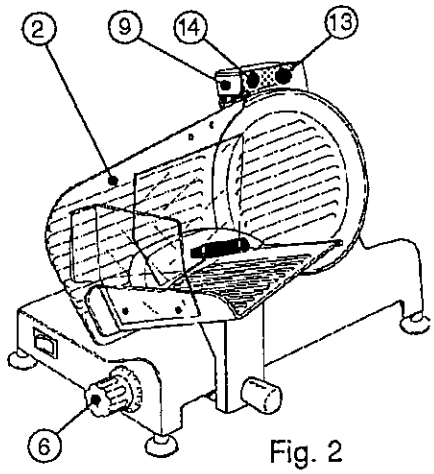

Fig. 2
Sollevare il gruppo affilatoio in modo da ruotarlo di 180* per presentare le due mole in posizione di lavoro. Vedi fig. 2.
* Loosen the locking knob (12) on the sharpener group.
* Raise the sharpener group, turning it by 180° so that both grinding wheels are in working position. See Fig. 2.
* Lower the sharpener group until it locks, during this procedure press button (13) to bring the sharpening wheel into contact with the cutting edge of the blade.
* Secure the group by turning the locking knob (12).
* After having verified the presence of burr, switch on and gently press button (14) for about 3 seconds to remove the burr produced during sharpening in (in this last phase, both grinding wheels will be working).
* Turn the graduated knob (6) back to position "0".